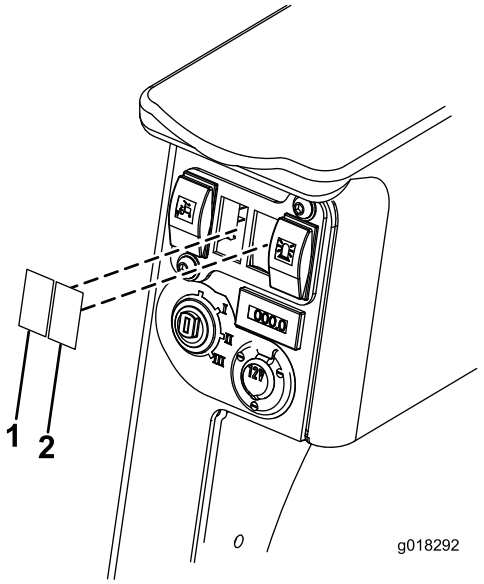

**図 15**
6. この2つの未使用パネルを外し、できた穴にハザード用スイッチとライト用スイッチのコネクタと配線を入れる（図 15）。 ハザード用とライト用のコネクタには短いリードがついている；ハザード用のコネクタは赤、ライト用のコネクタは黒である。インジケータ用のコネクタは黒で、長いリードが付いている。